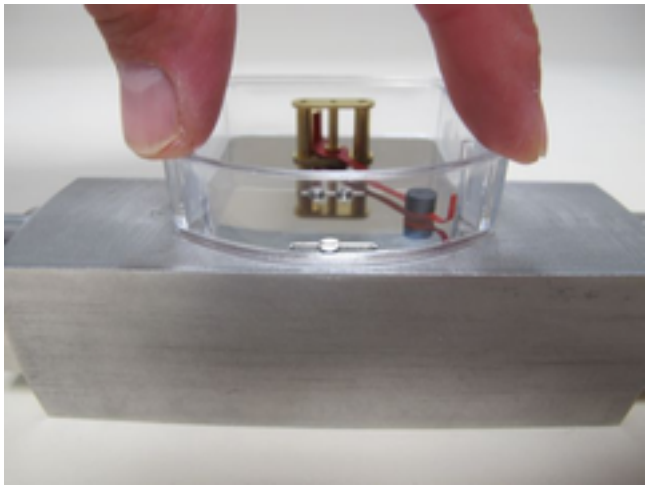

Fig. 63: Display housing Install
14. Fit the plastic housing onto the display base plate and press down until it snaps into place. (*Fig. 63*)